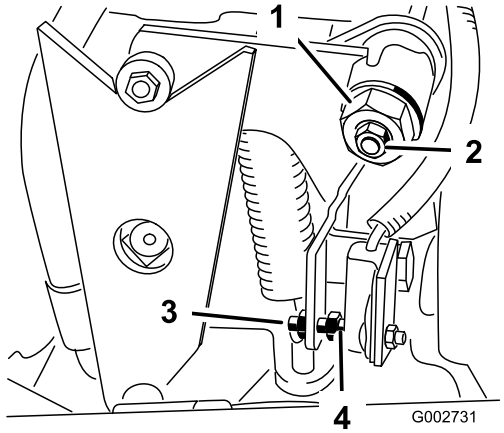

Figur 32
4. Lossa låsmuttern på hjuldrivningens justeringskam (Figur 32).
5. Starta motorn och vrid den sexkantiga kambulten (Figur 32) i bägge riktningar för att fastställa neutrallägets mittpunkt.
3. Justera skruven tills mellanrummet är 1,5 mm ± 0,8 mm (Figur 32).